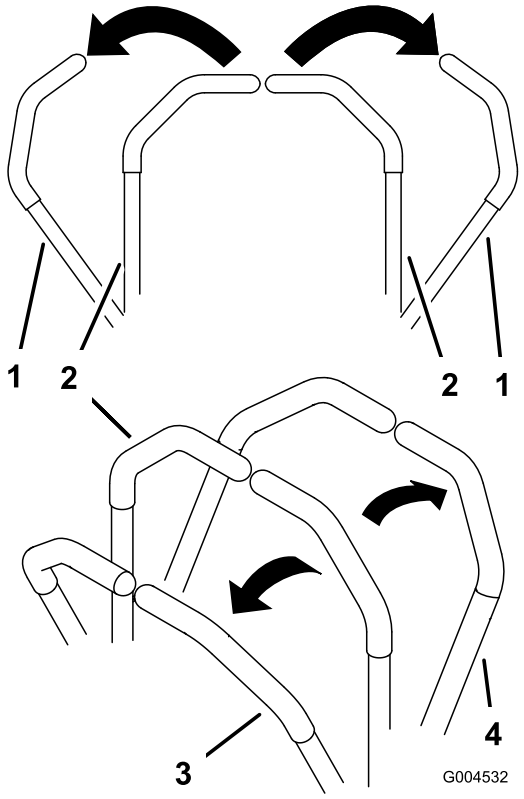

Figure 15
3. Pour vous déplacer en marche avant, poussez doucement les leviers de commande de déplacement vers l'avant (Figure 15).
Pour vous déplacer en ligne droite, appliquez une pression égale sur les deux leviers de déplacement (Figure 15).
Pour tourner, rapprochez du point mort le levier de commande correspondant à la direction que vous voulez prendre (Figure 15).
2. Pour vous déplacer en marche arrière, tirez doucement les leviers en arrière (Figure 15).
Pour tourner, relâchez le levier de commande correspondant à la direction que vous voulez prendre (Figure 15).